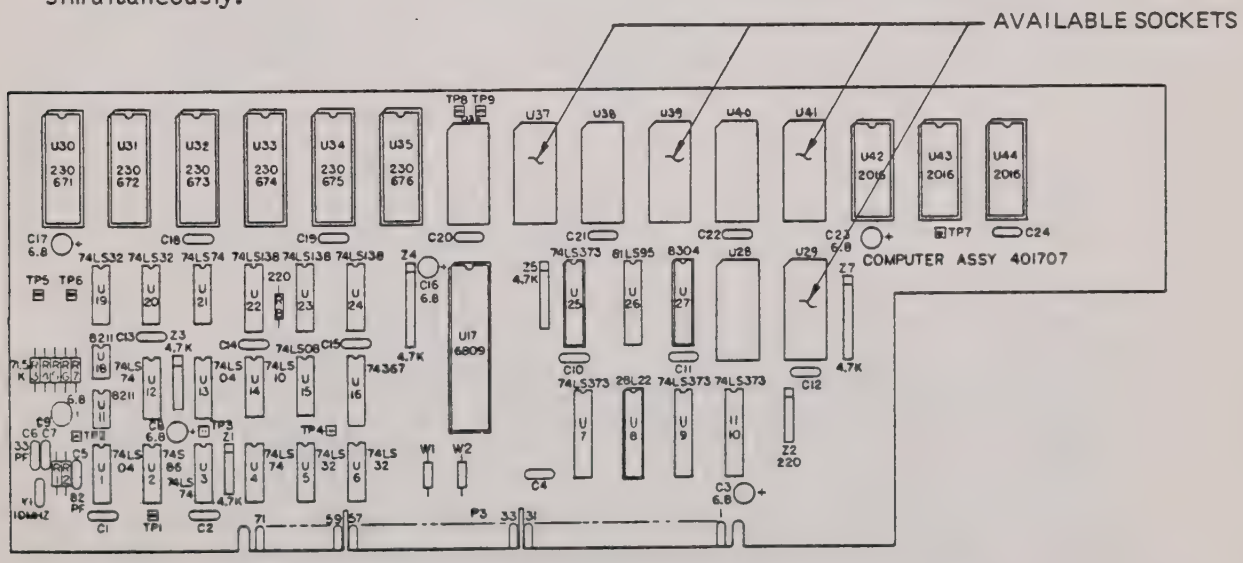

Figure 9.7 - 6800/6809 PROM Installation Sockets Available on CPU Assembly Board 401707 (PROM P/N's 230685-6800; 230686-6809)
9.5.1.1 For Series 200 logic analyzers with CPU board Assembly P/N 401707, PROMs having P/N's 230685 (6800) or 230686 (6809) are provided with the 6800/6809 Adaptors/Disassembler (P/N 404299). (The CPU Assembly number is silkscreened on the component side of the PCB.) As shown in Figure 9.7, either PROM can be installed into sockets U29, U37, U39 or U41 as available. Also, both PROMs 230685 and 230686 may reside on the same CPU PCB assembly simultaneously.